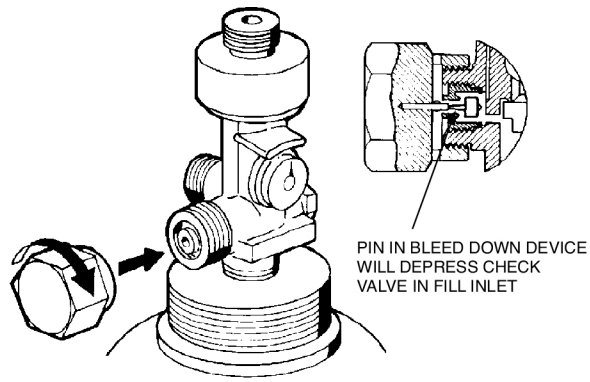

FIGURE 2
b. Attach bleed down device, Part No. 426028, to valve fill inlet. See Figure 2.